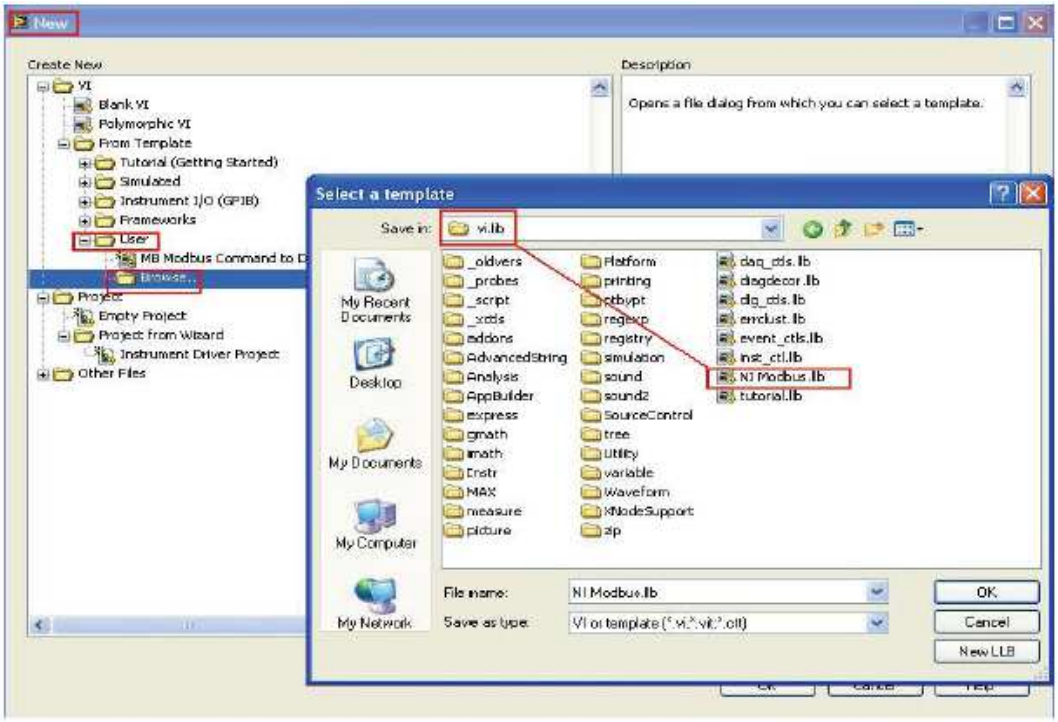

*Рис.5*
2.3 Откройте файл *NI Modbus.lib* для этого перейдите в раздел User→ Browse… и выберите нужный файл. Он находится по адресу **C:\Program Files\National Instruments\LabVIEW 8.2\vi.lib** (смотрите Рис.5).